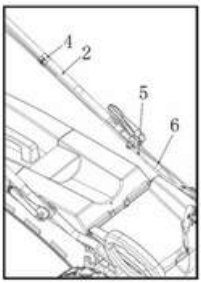

rys. 3
7. Przymocuj linkę napędu własnego (5) i linkę hamulca (6) za pomocą klipsa (4) do górnej kierownicy (2) (rys. 3).